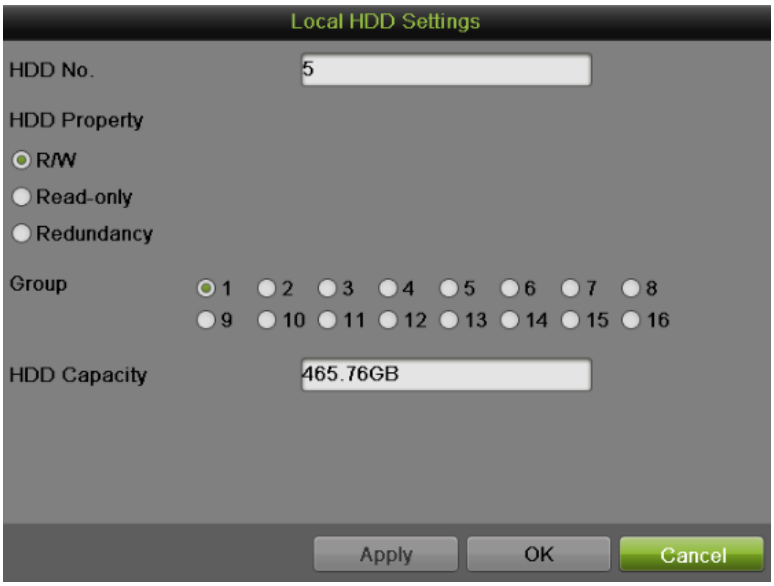

Figure 157 Local HDD Settings
1) Select a HDD and click to pop up the Local HDD Settings menu as shown in Figure 157.